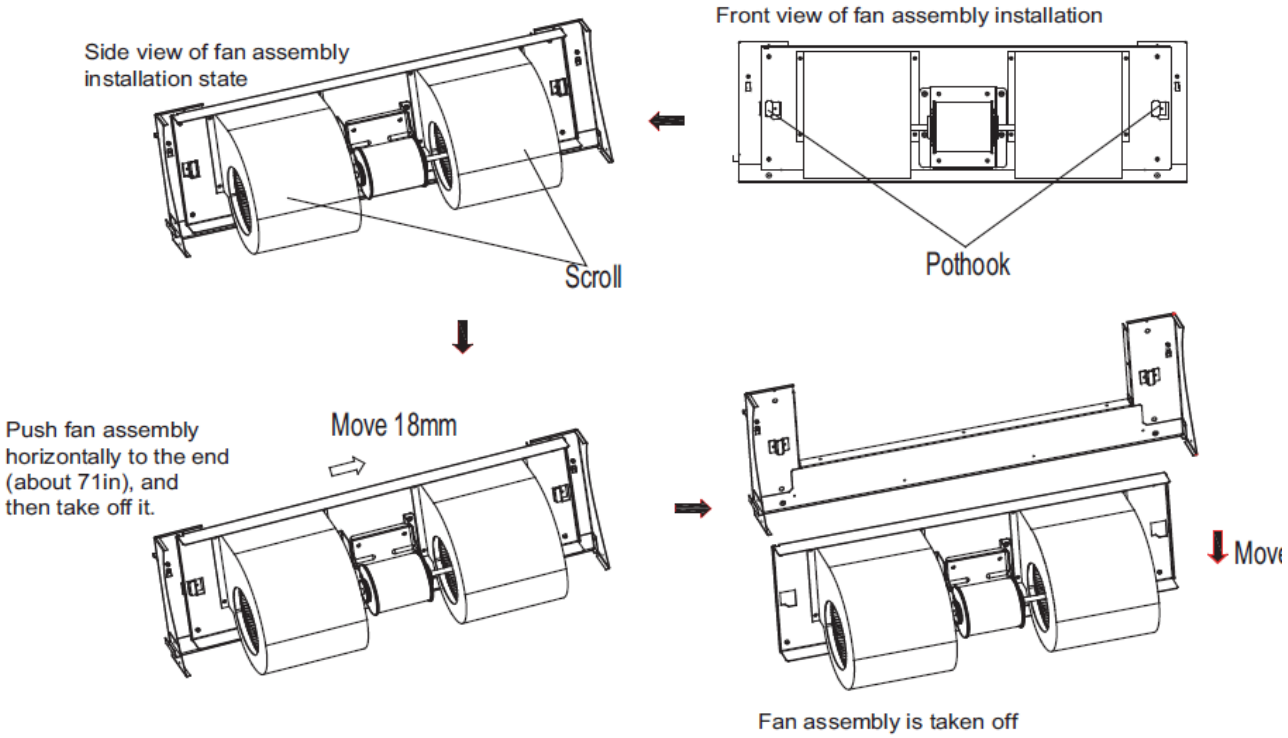

Fig. 33 —Fan Disassembly 036-054
2. Remove all four bolts from the fan assembly as shown in Fig. 33.
4. Lift up slightly and take down to remove as shown in Fig. 33.